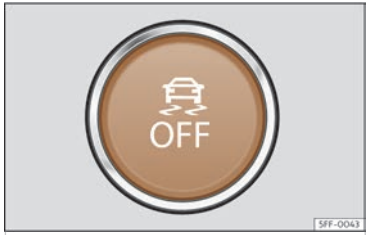

Fig. 119 A la part inferior de la consola central: botó per connectar/desconnectar l'ESC
- El TCS es pot desconnectar i connectar mitjançant una pulsació curta al botó OFF de la consola central ››› **fig. 119**.
- L'ESC en mode "Sport" es pot desconnectar i connectar mitjançant una pulsació curta al botó de la consola central >>> fig. 119.
- L'ESC es pot desconnectar i connectar mitjançant una pulsació curta al botó de la consola central >>> fig. 119.